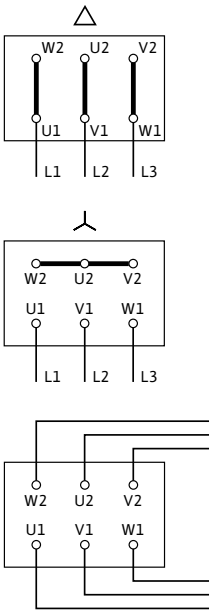

Рис. 10: Подключение к сети
Схема электроподключения находится в крышке клеммной коробки (см. также рис. 10).
- Электроподключение к клеммной колодке зависит от мощности двигателя P2, от сетевого напряжения и от типа пуска. Необходимое переключение соединительных перемычек в клеммной коробке можно определить по следующей таблице и рис. 10.